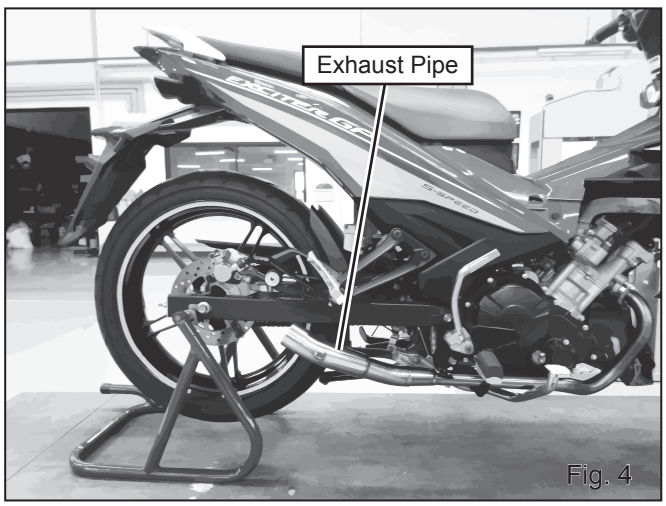

Fig. 4
5) Insert YAMAHA genuine new exhaust gasket on exhaust port. Then, insert Exhaust Pipe into exhaust port and fix it with stock bolts (See Fig. 4 & 5). Tighten bolts by hand only at this stage.